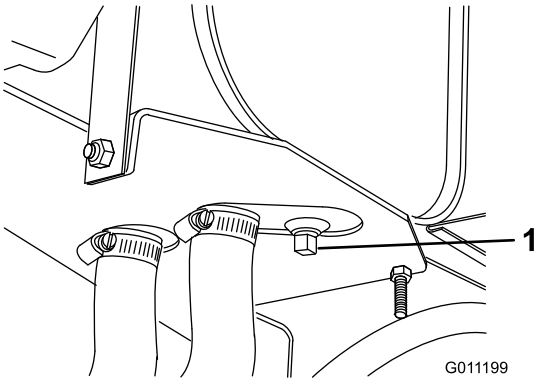

Figur 50
1. Fjern aftapningsproppen fra beholderen (Figur 50), og lad hydraulikolien løbe ned i en bakke. Monter proppen igen, og spænd den til, når hydraulikolien holder op med at løbe.